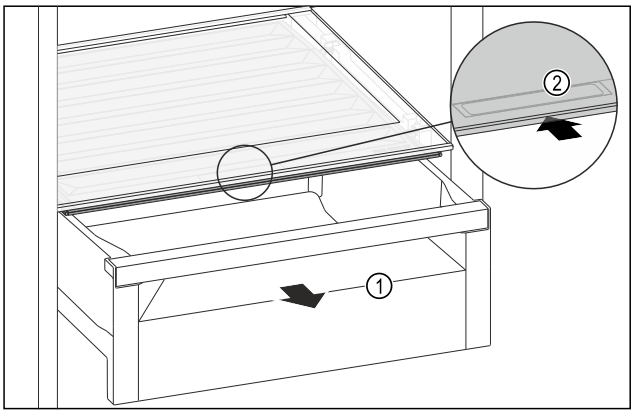

Fig. 157
▶ Schuifvak *Fig. 157 (1)* uittrekken.
▶ Greeplijst *Fig. 157 (2)* op het vakdeksel vastpakken en het vakdeksel gelijktijdig naar achteren schuiven.